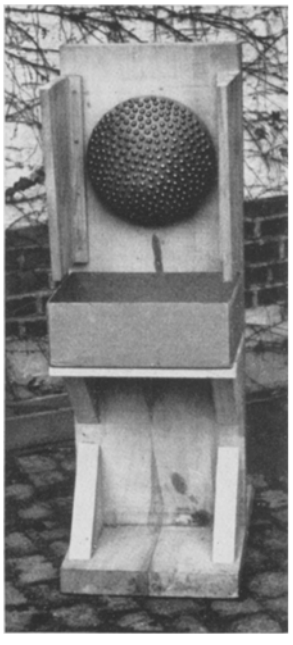

Abb. 2. Sonnenblumen-Rebbler. (Vorderansicht.)
angebracht werden. Durch Einstellung mit Hilfe seitlich angebrachter Verstellschrauben (V) ist die Regulierung des Abstandes von der Rebblerscheibe leicht möglich. Für den einfachen Handgebrauch des Rebblers und für das Entkörnen einzelner Elitepflanzen (Abb. 2) ist das Anbringen dieses Führungsklotzes nicht erforderlich, kann dann sogar störend wirken. Um das Wegspritzen der entrebbelten Samen zu vermeiden, sind seitliche *Führungsbretter* (Sf) angebracht, die das Saatgut in den darunter aufgestellten auswechselbaren Saatkasten (Holzkiste, Pappkarton) fallen lassen.